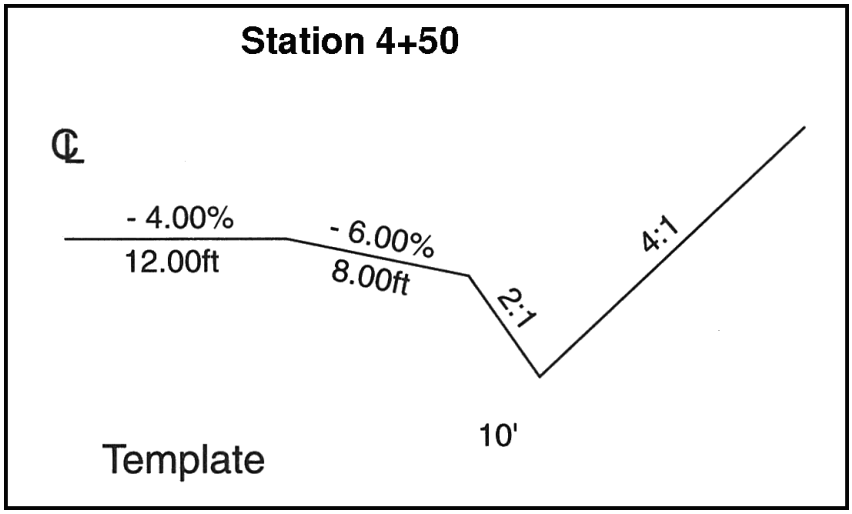

Figure 8-89 Station 4+50
2. **Type** `450` **and press** STA **to start editing the template at station 4+50. This new template is a copy of the template at the previous station. You will change it to match the template in Figure 8-89 below.**